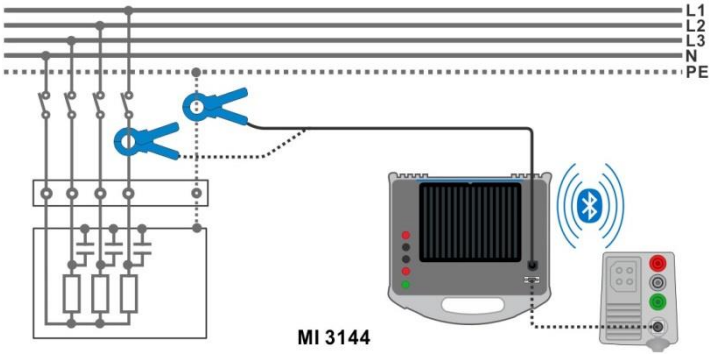

Figure 7.108: Current Clamp Meter measurement
- Wrap the object under test with the measuring clamp. See ***Figure 7.108***.